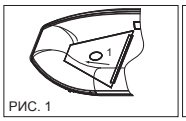

РИС. 1
3. Вставьте секцию 1 в нос лодки и протолкните её вперёд до тех пор, пока воздушный клапан надувного киля не совместится с отверстием в секции пайола. (РИС. 1)